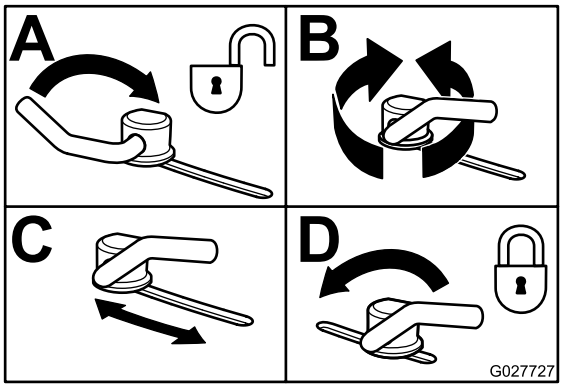

**Figur 33**
3. Justera kamlåsen genom att svänga upp spaken för att lossa kamlåset (Figur 33).
5. Sväng tillbaka spaken för att dra åt skärmen och kamlåsen (Figur 33).